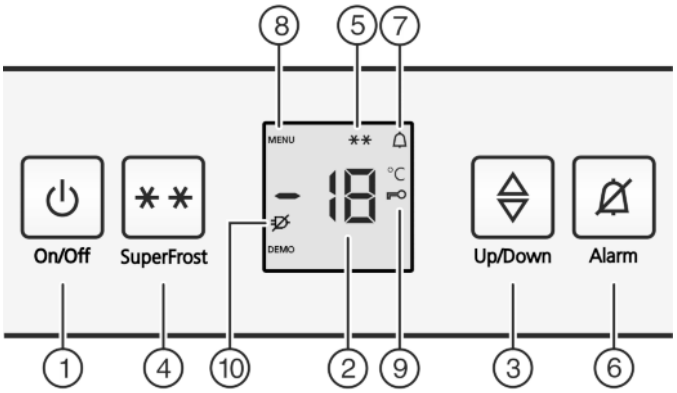

Fig. 2
▶ Appuyez sur la touche marche/arrêt *Fig. 2 (1)*.
▶ Activer le mode de réglage : appuyer sur la touche Super-Frost *Fig. 2 (4)* pendant env. 5 secondes.
▷ Le symbole Menu *Fig. 2 (8)* apparaît dans l'affichage.
▶ Confirmez en appuyant brièvement sur la touche SuperFrost *Fig. 2 (4)*.
▷ Le symbole Sécurité enfants *Fig. 2 (9)* s'allume dans l'affichage.
▶ Appuyer brièvement sur la touche On/Off *Fig. 2 (1)*.
▷ Le symbole Sécurité enfants *Fig. 2 (9)* s'éteint.
▶ Appuyer sur la touche Alarme *Fig. 2 (6)*.
L'affichage de la température clignote en même temps que le symbole Alarme *Fig. 2 (7)*.
L'avertisseur sonore s'éteint automatiquement et le symbole Alarme *Fig. 2 (7)* et l'affichage de température arrêtent de clignoter lorsque la température est de nouveau suffisamment froide.